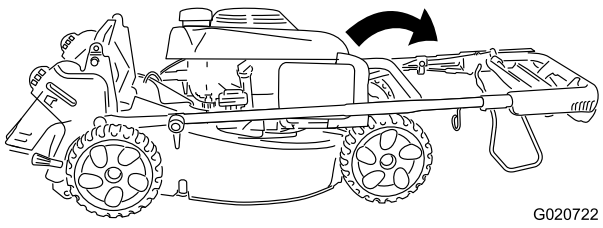

Figura 4
2. Spostate con attenzione la sezione superiore della stegola in avanti finché le due metà della stegola non sono in linea e si sistemano come mostrato in Figura 4.